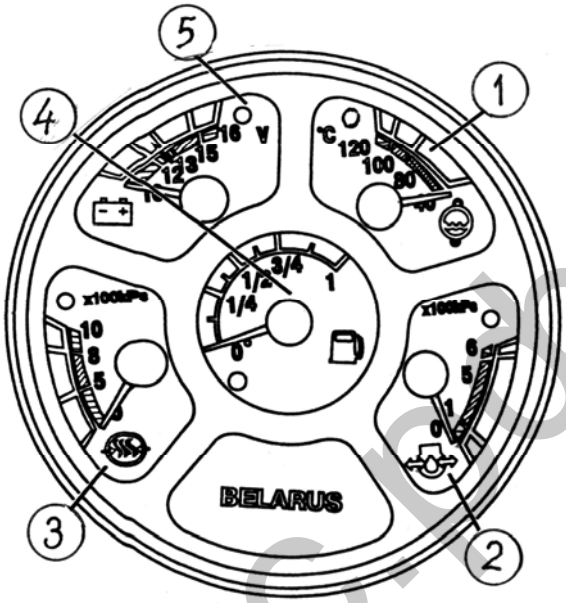

Рис. 9.
2. Указатель температуры (1), рис. 9, работает в комбинации с датчиком температуры терморезисторного типа ВК1 (ДУТЖ- 02М, диапазон сопротивления 243…22,5 Ом).